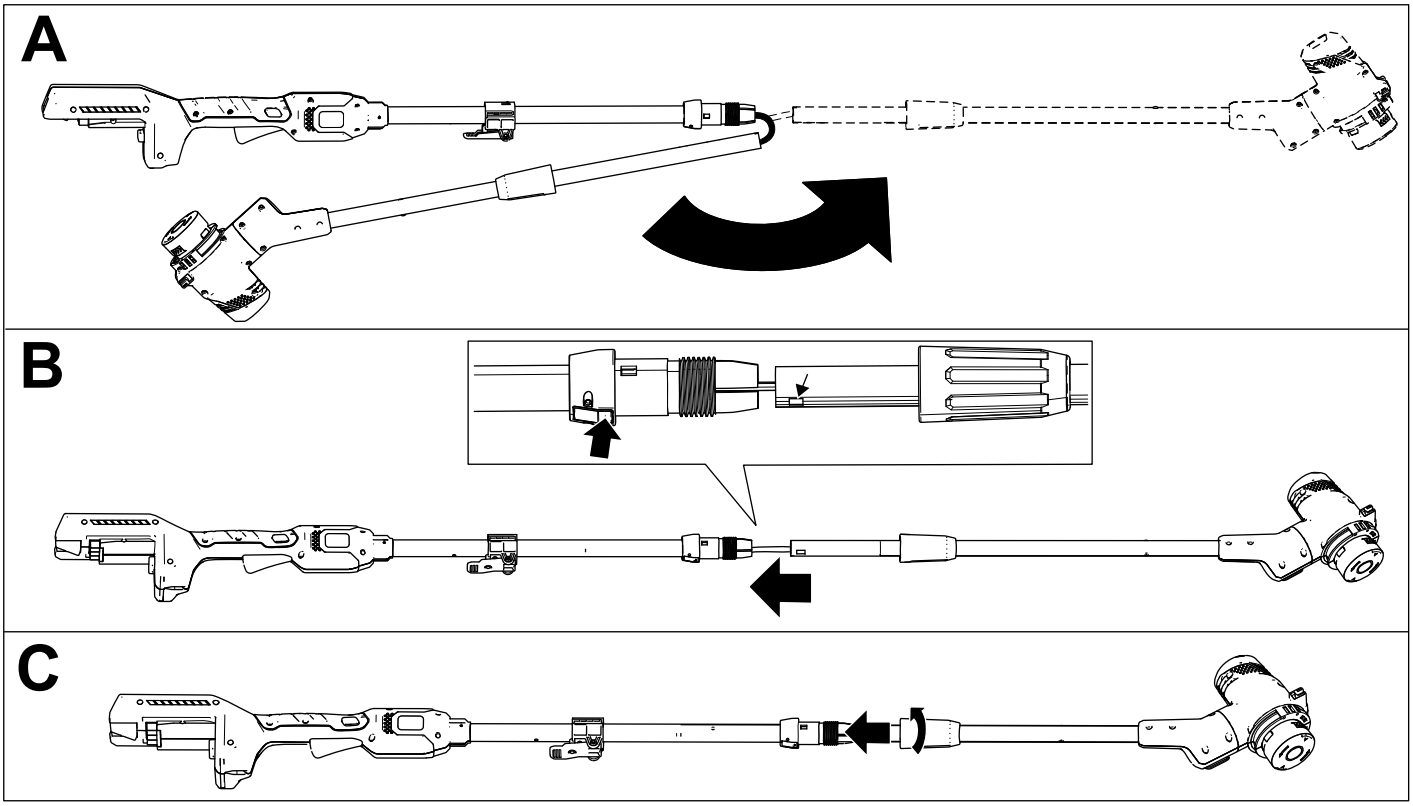

Figura 2
1. Aprite l'impugnatura (A di Figura 2).
2. Tenete premuto il pulsante di bloccaggio sull'albero superiore, allineate il pulsante di bloccaggio con il foro scanalato sull'albero inferiore e fate scorrere insieme i 2 alberi. Una volta che il foro scanalato sull'albero inferiore ha superato il pulsante di bloccaggio, rilasciate il pulsante e fate scorrere l'albero inferiore nell'albero superiore fino a quando il decespugliatore non è all'altezza desiderata (B di Figura 2).
3. Serrate il connettore dell'albero inferiore per fissare l'impugnatura all'altezza desiderata (C di Figura 2).